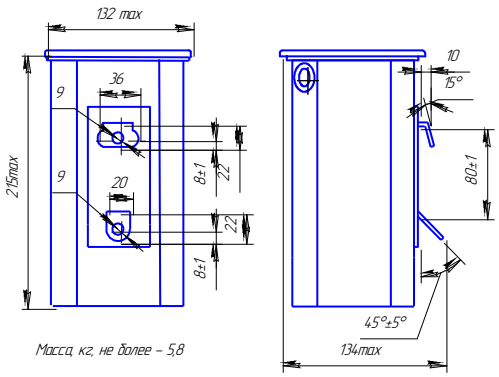

Рис. 1
2.2 Габаритные, установочные размеры и масса аппарата приведены на рис. 1.